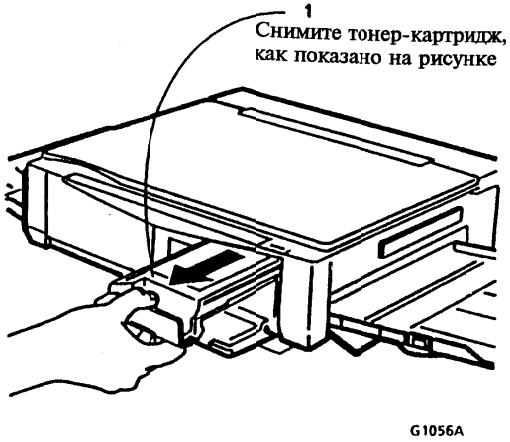

Рисунок 2. Снятие тонер-картриджа
2. (Рисунок 2): Снимите тонер-картридж.